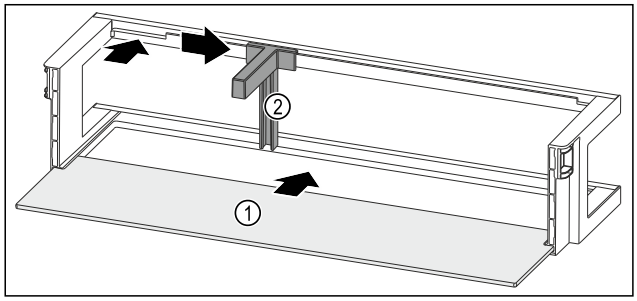

Fig. 59 Oviteline säilytyshyllyn kanssa
▶ Työnnä säilytyshylly *Fig. 59 (1)* sivuilla oleviin koloihin.
▶ Aseta pullonpidin *Fig. 59 (2)* koloon.
▶ Työnnä pullonpidin *Fig. 59 (2)* sivulle haluttuun asentoon.